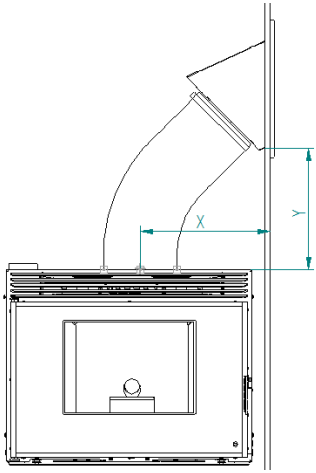

Figure 13 - Installation du remplissage
• L'emplacement de l'ouverture de chargement doit respecter une certaine distance, dans laquelle X est toujours plus grand que Y, avec Y>X*0,7, Figure 13. De cette façon, la pente sera suffisante pour que les granulés ne restent pas coincés dans le tuyau reliant la bouche de chargement au remplissage de l'insert. L'ouverture de chargement peut être installé sur l'une des parois formant la hotte où l'appareil est installé, à droite ou à gauche comme à l'avant ou même à l'arrière, en fonction de vos possibilités. Il faut toujours respecter les distances minimales X = 390 mm Y = 275 mm Exemple : X = 450 Y = 450x0,7 mm = 315 mm (minimum).